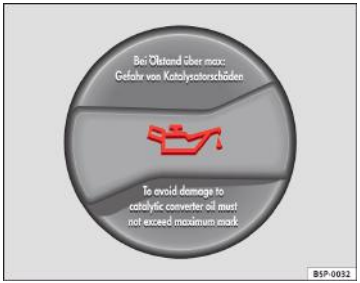

Fig. 126 În compartimentul motor: Buşonul orificiului de umplere cu ulei
– Desfaceți buşonul orificiului de umplere cu ulei ⇒fig. 126.
– Imediat ce nivelul uleiului ajunge în zona (B), închideți buşonul cu grijă.